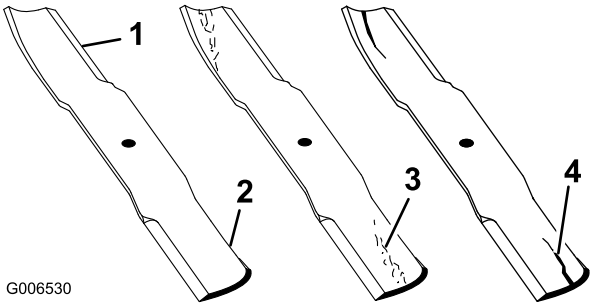

Figur 70
2. Undersøk kniveggene (Figur 70). Hvis kniven er sløv eller hvis det er hakk i den, må den tas av og knivene slipes. Se Slipe knivene (side 52).
3. Undersøk knivbladene, spesielt buen (Figur 70). Hvis du finner skader, slitasje eller ser at det begynner å dannes spor i denne delen av kniven (Figur 70), må den skiftes ut øyeblikkelig.